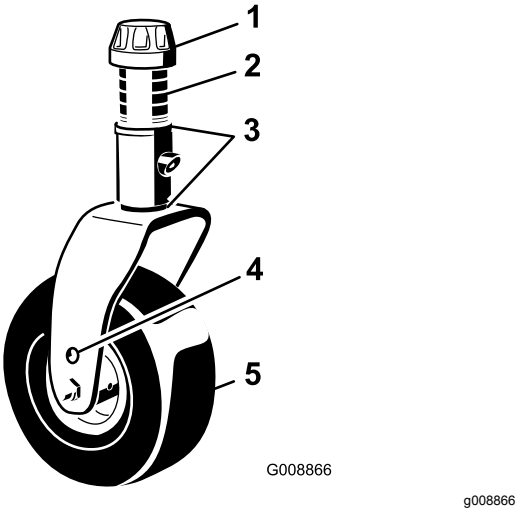

Figur 18
3. Fjern spennhetten fra spindelakselen (Figur 18) og før spindelen ut av styrearmen. Plasser de to mellomleggene (3 mm) på spindelakselen slik de opprinnelig var montert. Disse mellomleggene er nødvendige for å få et plant nivå over hele bredden av klippeenhetene. Før det hensiktsmessige antallet 13 mm avstandsstykker (se diagrammet nedenfor) på spindelakselen for å oppnå ønsket klippehøyde, og før skiven over på akselen.